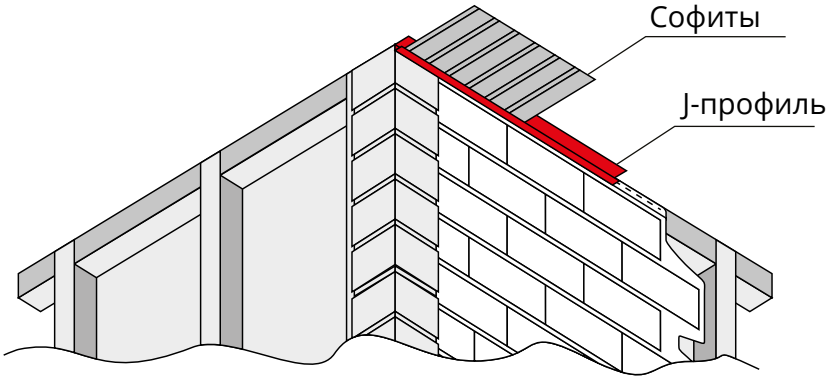

Рис. 17
- Закрепите панель саморезами по центру отверстий, оставляя зазор между шляпкой самореза и поверхностью панели 1-1,5 мм. Место крепления закроется J-профилем от софитов (рис. 17).